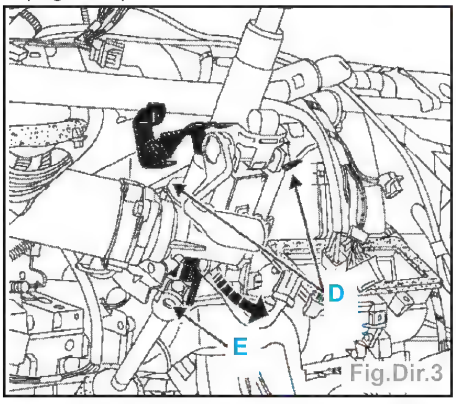

Fig.Dir.3
- Dégrafer les attaches de faisceaux sur les deux ergots de positionnement (D) (Fig.Dir.3).